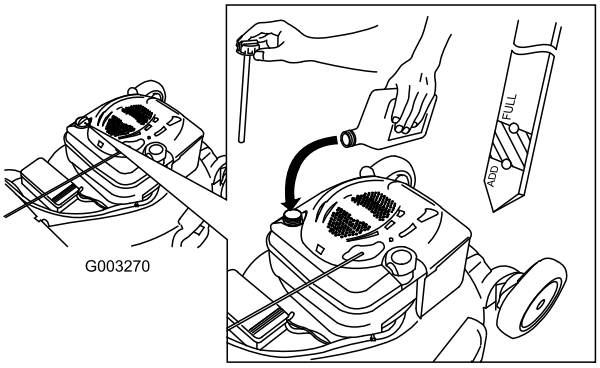

Rysunek 12
2. Wyjmij wskaźnik poziomu (Rysunek 12).
5. Wyjmij wskaźnik oleju i odczytaj poziom oleju; patrz Rysunek 12.